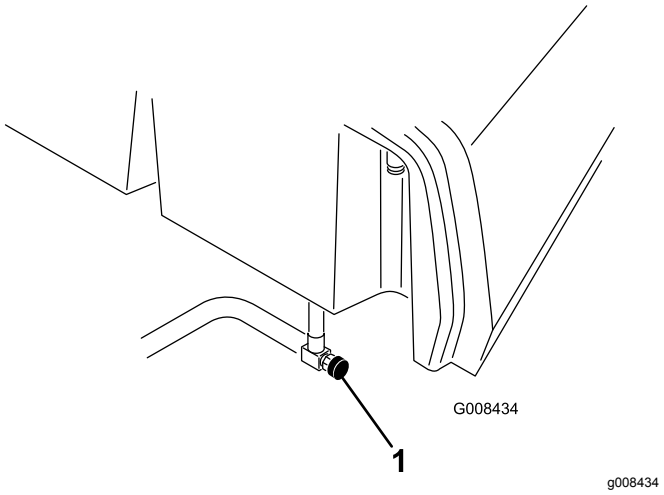

Rysunek 40
1. Zamknij zawór odcinający dopływ paliwa (Rysunek 40) znajdujący się pod zbiornikiem paliwa.